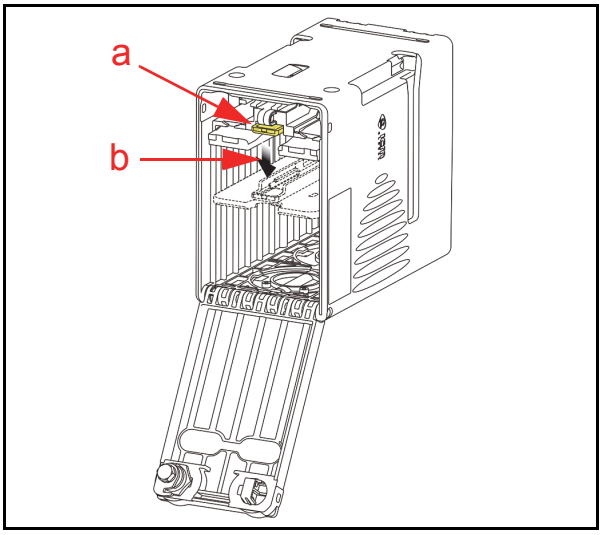

Figure 6-40 Pusher Plate Release Location
9. Open the Cash Box and press down on the Pusher Release Plate (See Figure 6-40 a & b).